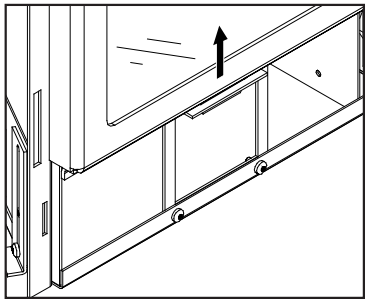

Figure 9: Bottom hooks for glass door.
Open the door by removing the two (2) $^{5}/_{16}$" bolts located at the top outside corners of the glass frame (see Figure 8). Lift the bottom of the door up and remove from unit (see Figure 9).
- Refer to Figure 9 for additional required floor protection dimensions with different width hearths.